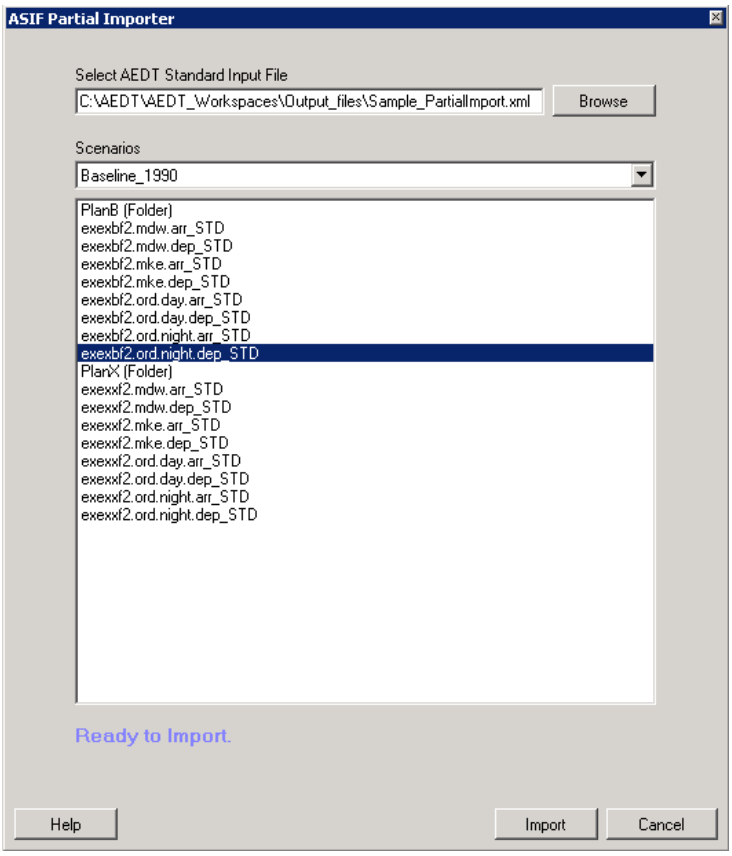

Figure 5-2 ASIF Partial Importer Dialog Box
1. From the menu bar select *File*, *Import* to open the *ASIF Partial Importer* dialog box (Figure 5-2).